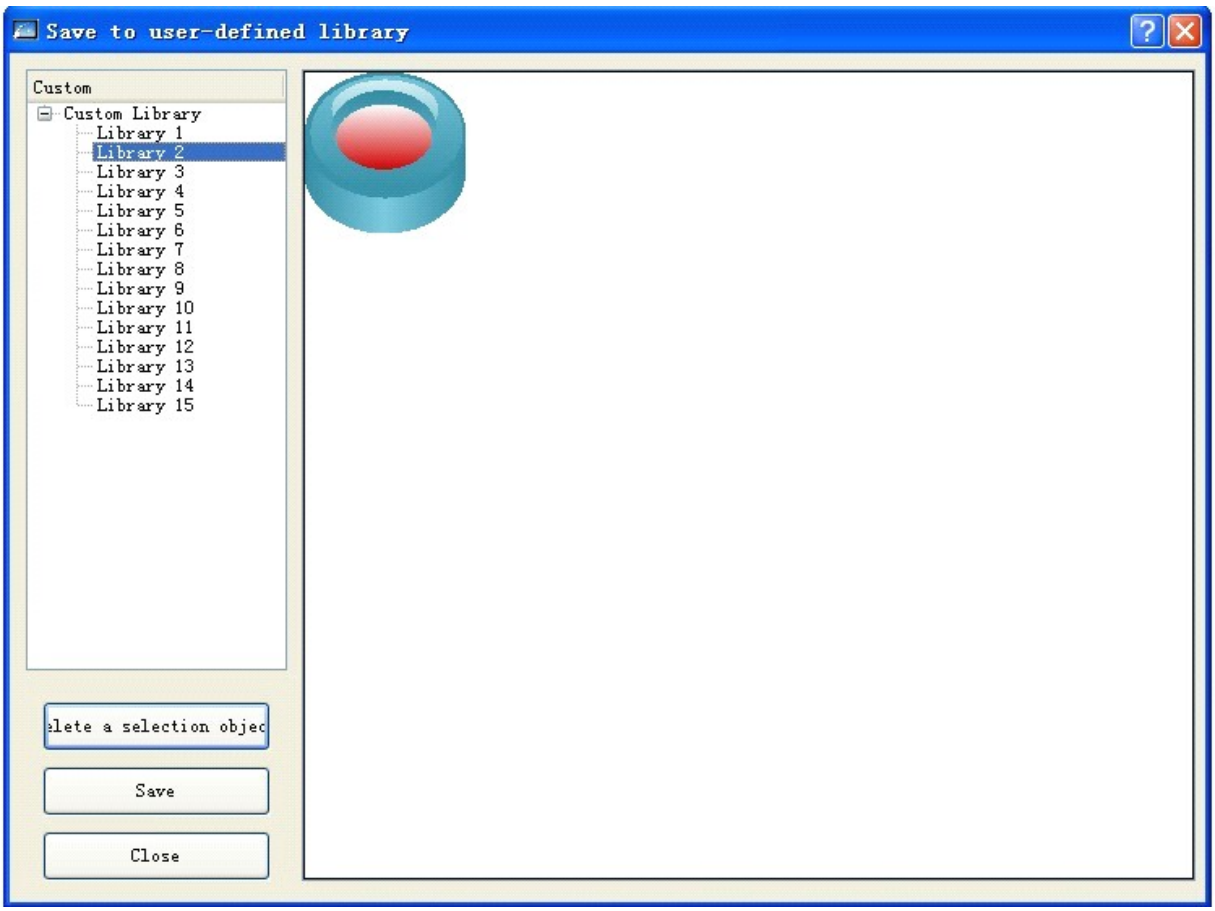

Рисунок 4-52 Окно выбора пути сохранения.
- Щелкните кнопку “Save to”, выберите “library 2” . Смотрите рисунок 4-52